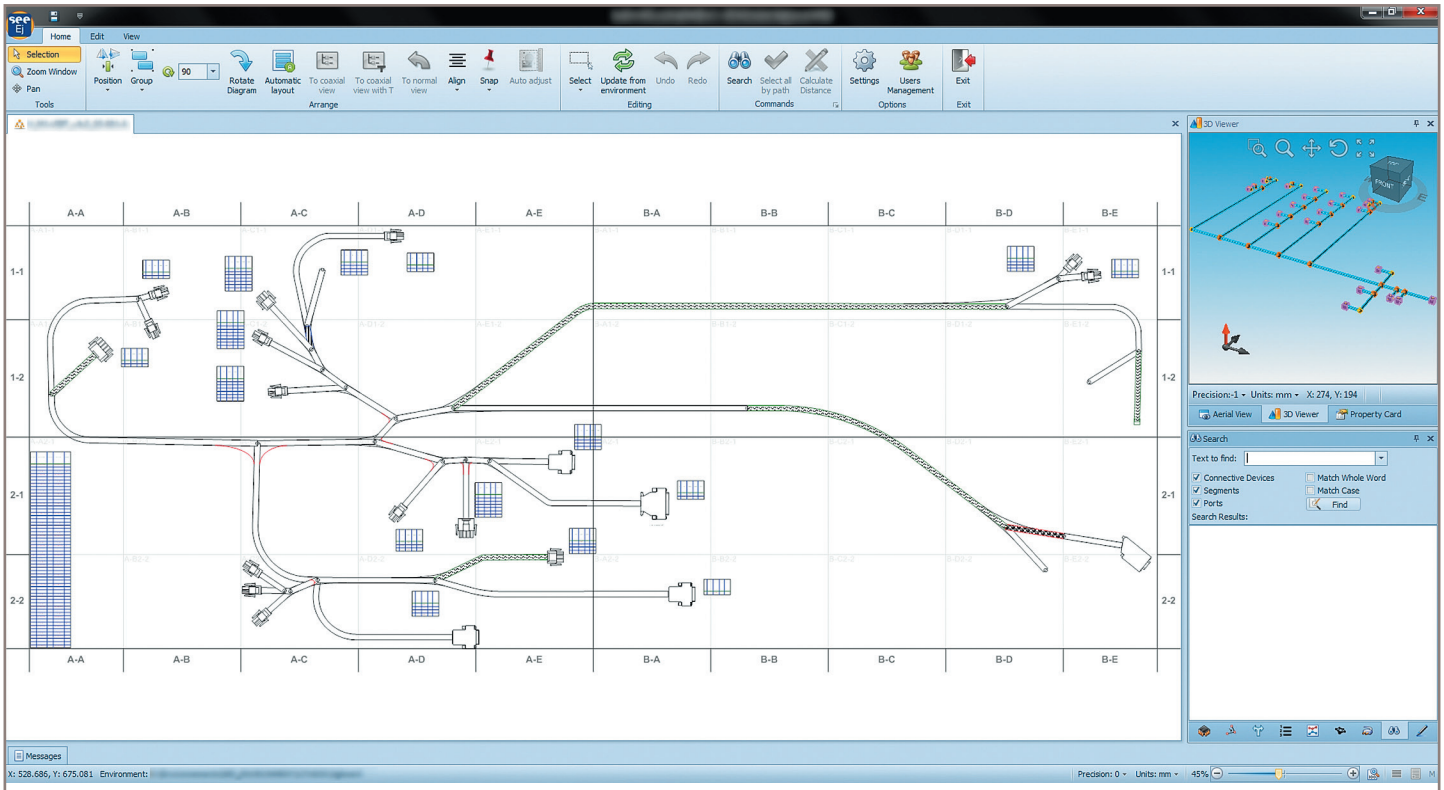

Рис. 6. Проектирование кабельных сборок и жгутов
- SEE Electrical Harness — редактор электрических схем с расширенными возможностями и легким для восприятия интерфейсом, помогающий управлять всеми видами схем, формировать спецификации и имеющий встроенные механизмы интеграции с системой трехмерного проектирования CATIA и PDM-системой SmarTeam. Конфигурация Harness Package предназначена для проектирования электрических жгутов и содержит набор инструментов для работы специалистов (рис. 6).